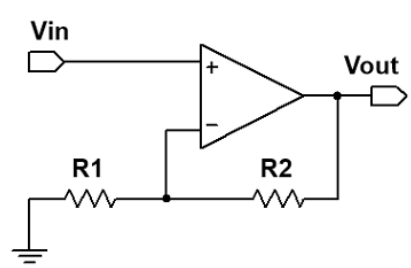

FIGURE 4. Op amp non-inverting amplifier.
2.7. **Non-inverting Amplifier.** Another common application of op amps is the non-inverting amplifier shown in Fig. 4. Here, the signal goes directly into the V_+ non-inverting input. This amplifier has the benefit of having an extremely high input impedance because the V_+ input of the op amp to a very good approximation at low frequencies draws no current (i.e. the first golden rule). This is the preferred configuration to use when you are amplifying a voltage signal with a very high output impedance.[3]